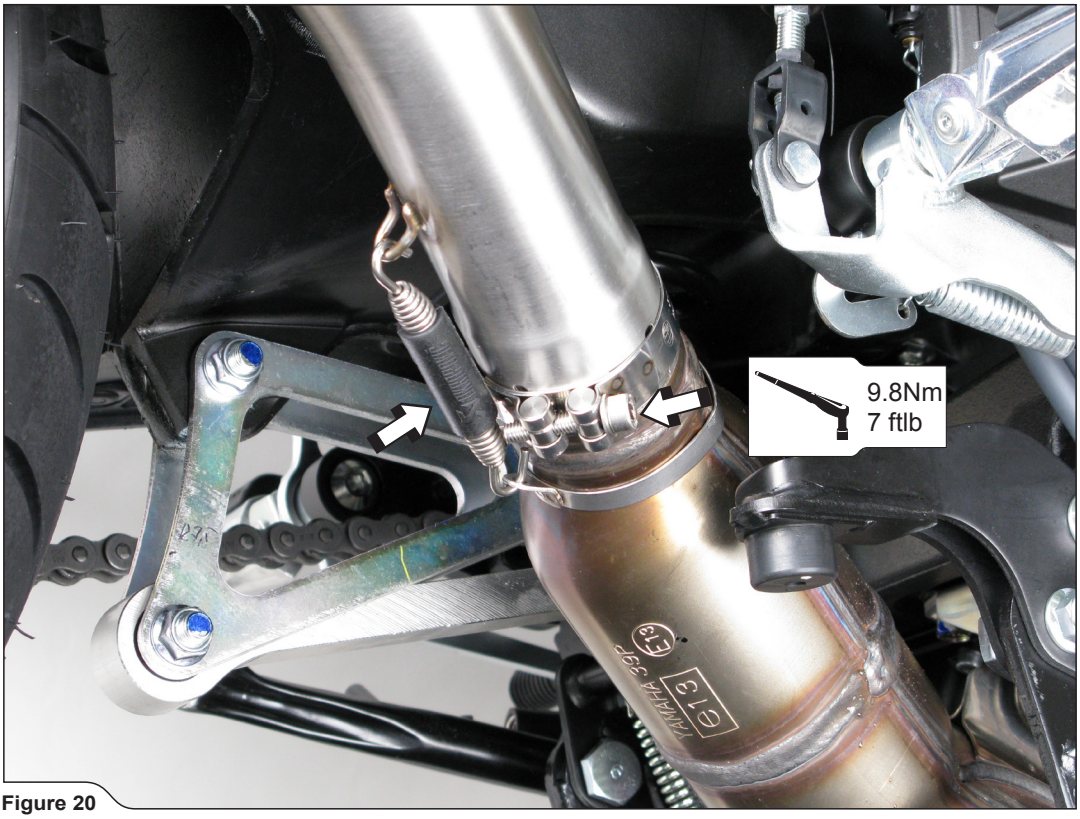

Figure 20
12. Position the muffler corretly and slide it onto the outlet side of stock header pipe. Attach the spring, align the muffler in respect to the motorcycle and tighten the metal clamp to a specified torque **(Figure 20).**